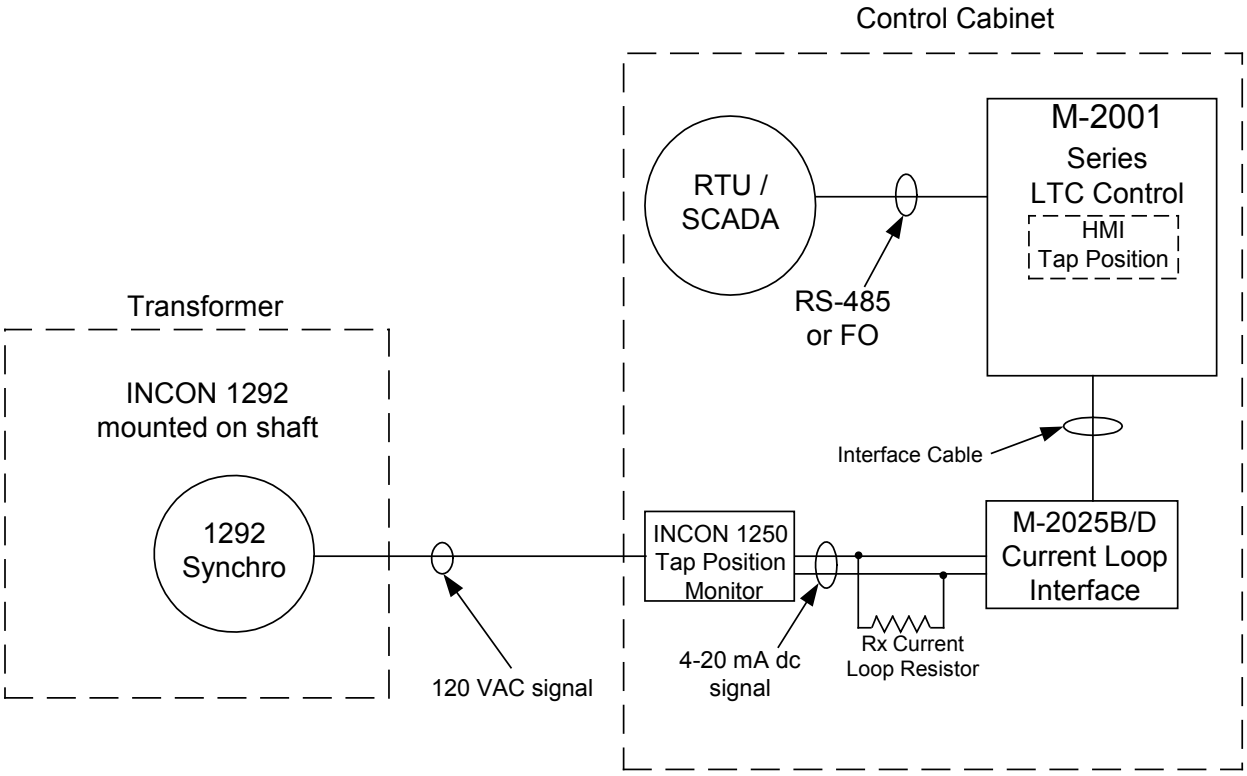

Figure 5-25 Tap Position Scheme Using INCON Devices
This application is traditionally used with the INCON 1250 Tap Position Monitoring device (Figure 5-25). The INCON 1250 supplies the 120 VAC to the INCON 1292 rotor winding(s). It then measures the resulting signals from the stator winding to determine the shaft's rotational position. This information is converted to a tap number and displayed on the front panel numeric readout. An analog current signal is also generated which corresponds to tap position. The M-2025B(D) Current Loop Interface module accepts this current analog. The scheme can be used with all M-2001D Load Tap Changer models.